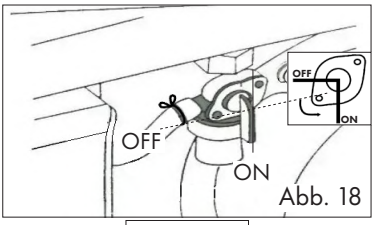

Abb. 18
4. Öffnen Sie den Kraftstoffhahn, siehe Abb.18.
5. Stellen Sie den Ein/Ausschalter, (1), auf ON.